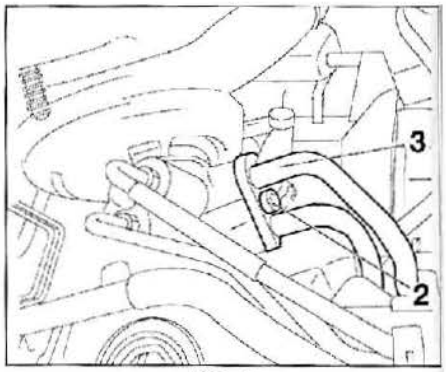

FIG. 19
• Desmontar el tornillo (2) (fig. 19).
• Separar la brida (3) de la válvula de asistencia de dirección.